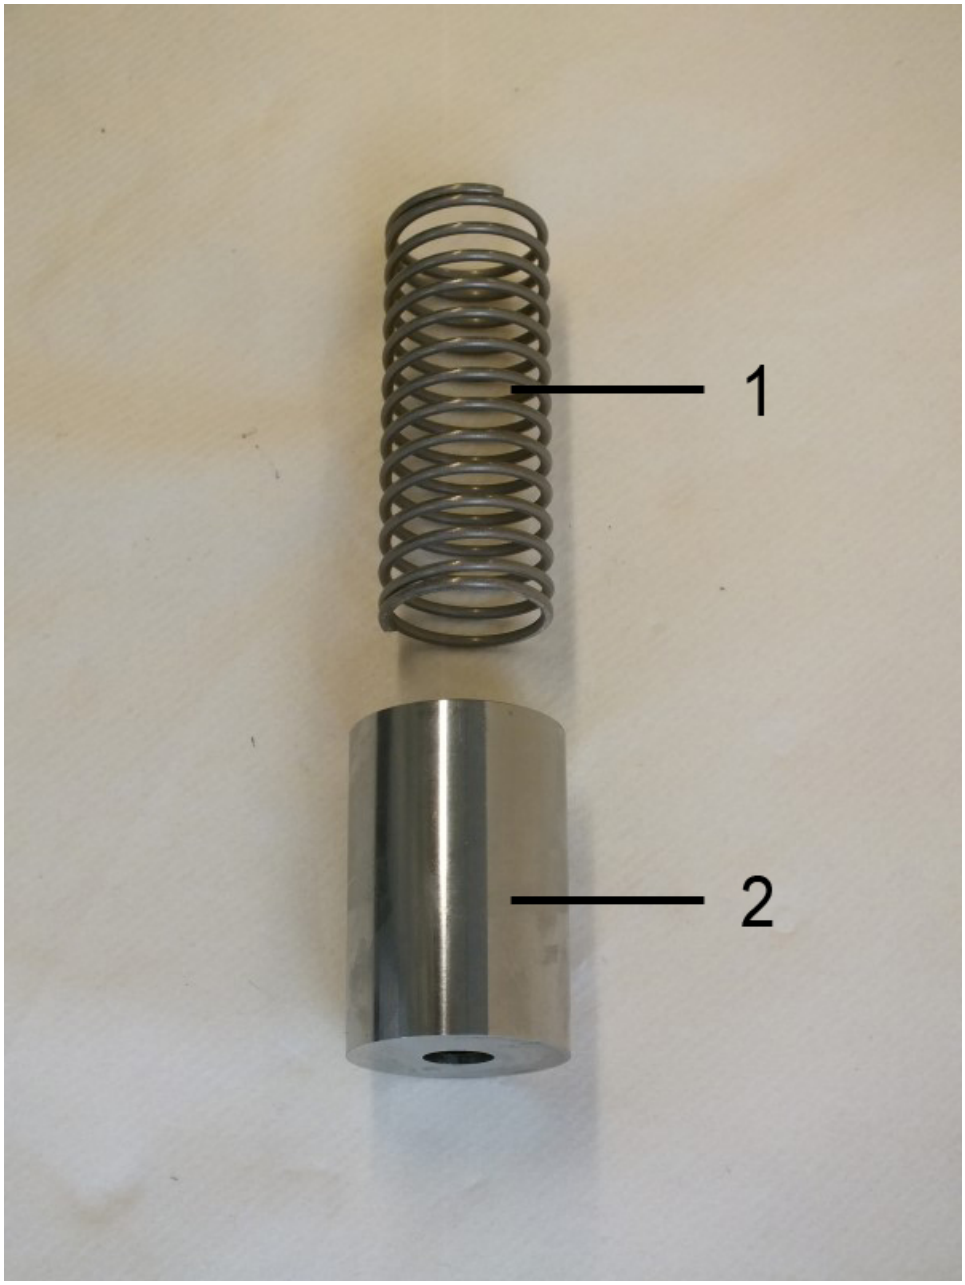

Fig. 58: Inner parts
8. Insert the spring (*Fig. 58*/1) into the float (*Fig. 58*/2).